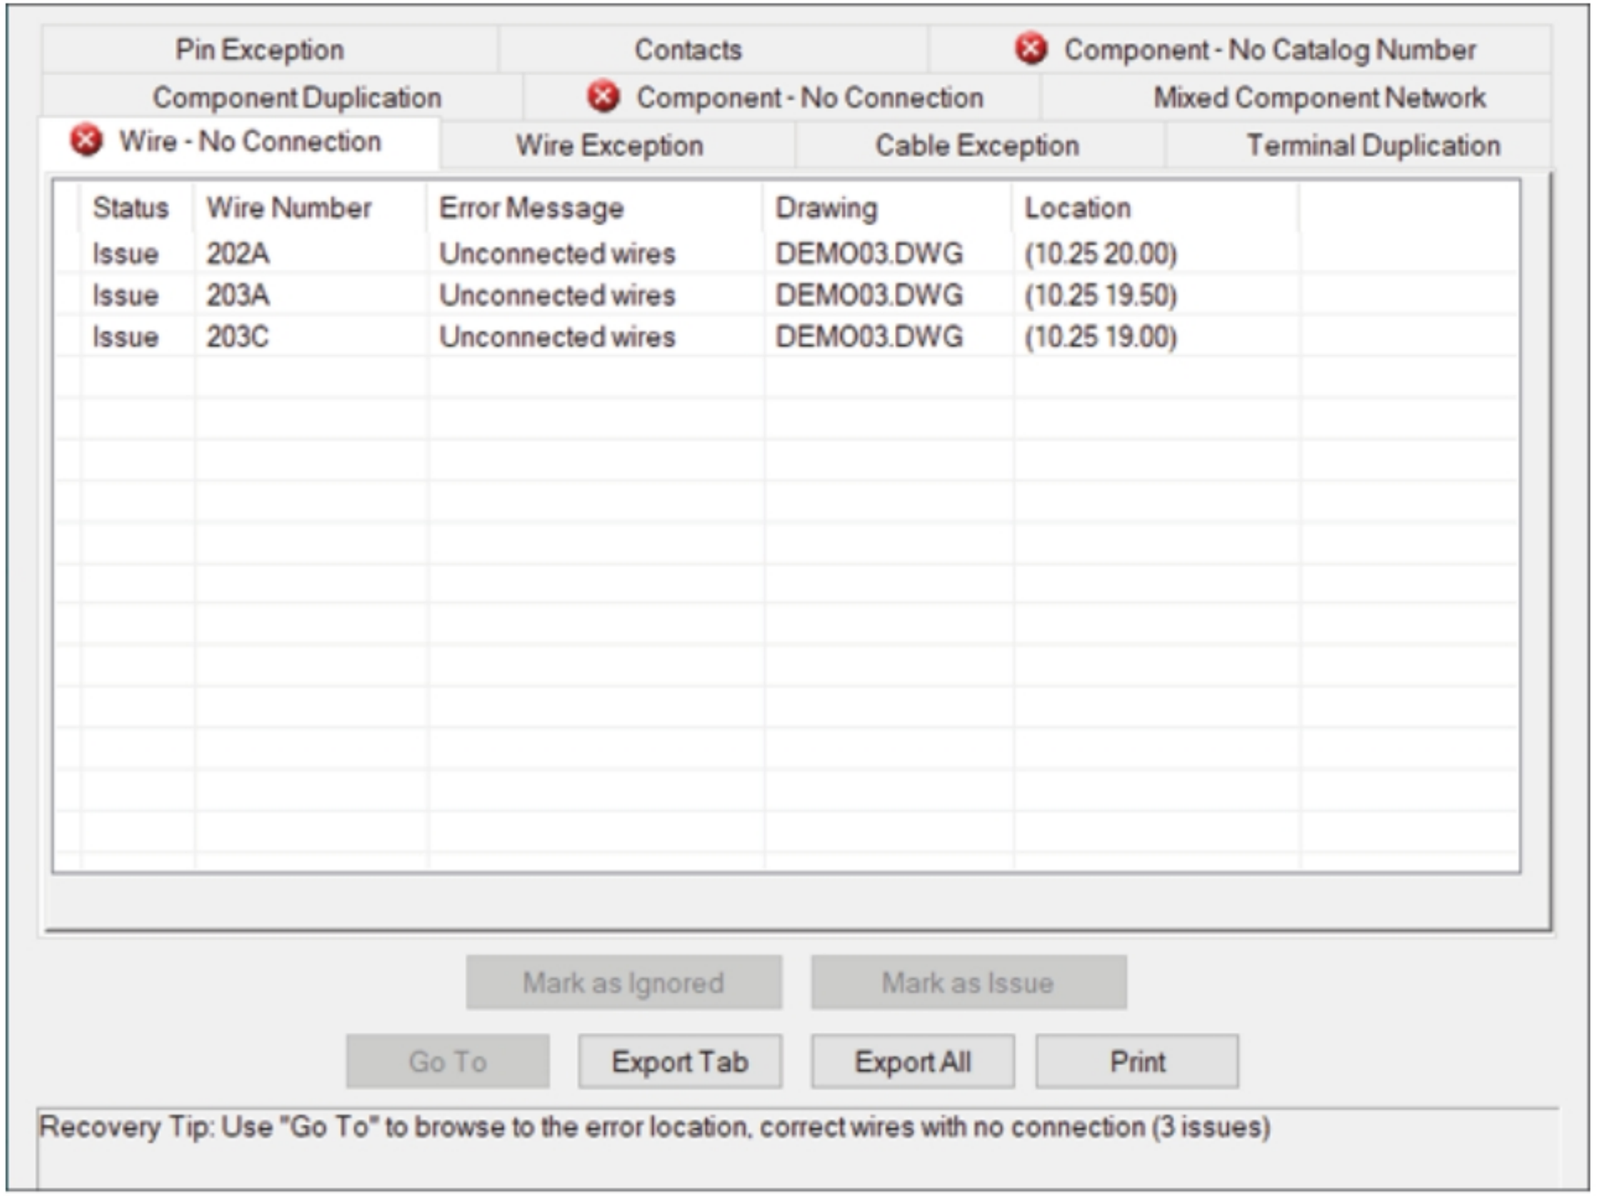

Figure-24. Errors in the drawing
- Click on the **Active Drawing** radio button to display the problems in the current drawing. Click on the tabs in the expanded dialog box which are marked with a cross, the errors will be displayed; refer to Figure-24.